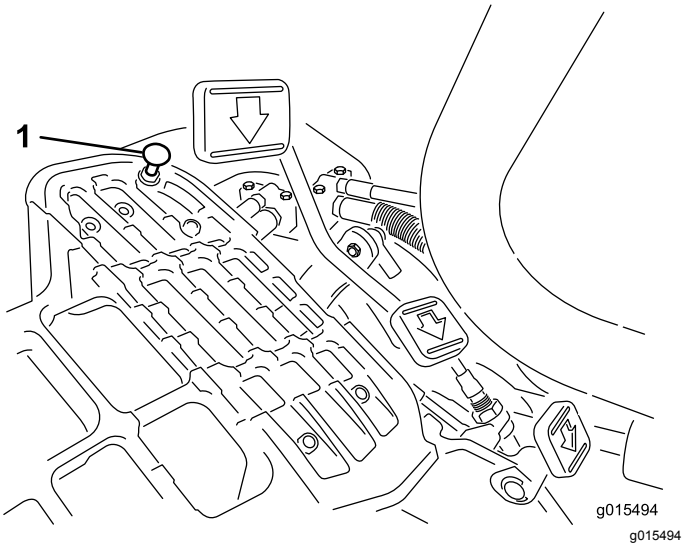

Figuur 34
Om de maximale transportsnelheid te verkrijgen, moet u de schakelhendel in de TRANSPORTSTAND zetten en het tractiepedaal intrappen. Als het pedaal contact maakt met de pedaalaanslag (Figuur 34) voordat u spanning op de kabel voelt, voer dan de volgende afstelprocedure uit:
1. Zet de schakelhendel in de TRANSPORTSTAND en draai de borgmoer los waarmee de pedaalaanslag is bevestigd aan de vloerplaat (Figuur 34).